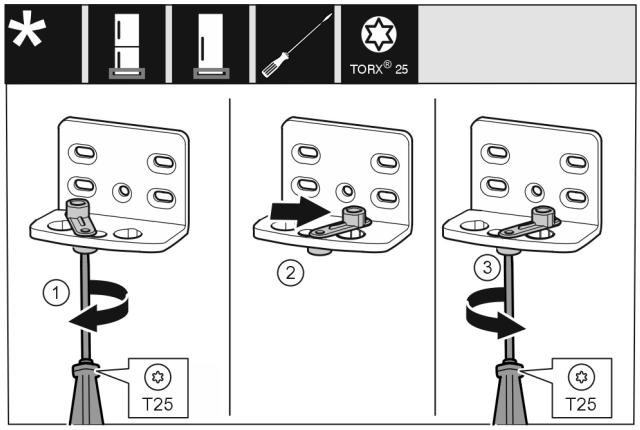

Fig. 14
- ▶ Открутите винт отверткой T25. *Fig. 14 (1)*
- ▶ Приподнимите фиксатор двери и поверните в отверстии на 90° направо. *Fig. 14 (2)*
- ▶ Затяните винт отверткой T25. *Fig. 14 (3)*